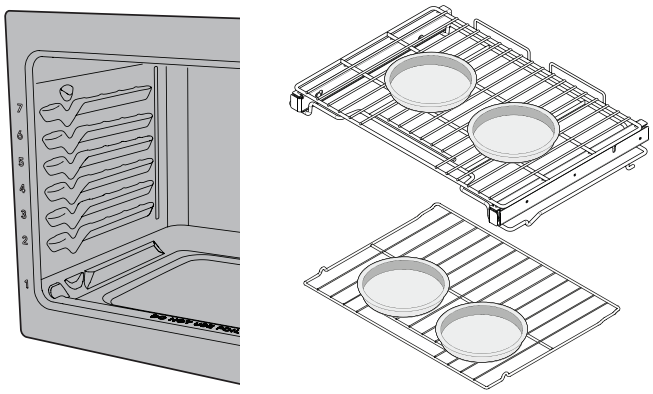

Figure 11: Position des casseroles pour de meilleurs résultats lors de la cuisson des gâteaux sur deux grilles.
- Pour la cuisson des gâteaux, utilisez les positions de grilles suivantes et placez les ustensiles de cuisson comme indiqué à la Figure 11. Pour la grille supérieure, utilisez la position de grille 5 (grille à glissière) ou 6 (grille plate).